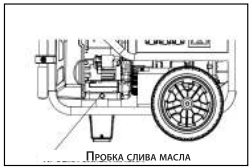

Рис. 25
- Найдите месторасположение маслосливной пробки (Рис. 25).